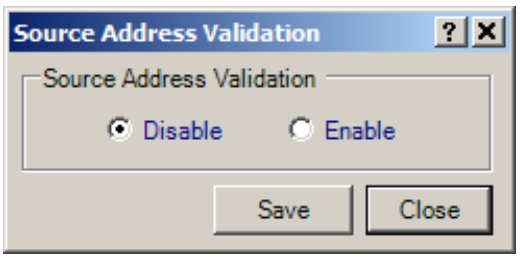

Figure 4-18 Source Address Validation Dialog Screen
1. Select **Utility/Source Address Validation** from the TapTalk toolbar. TapTalk will display the "Source Validation" dialog screen (Figure 4-18).